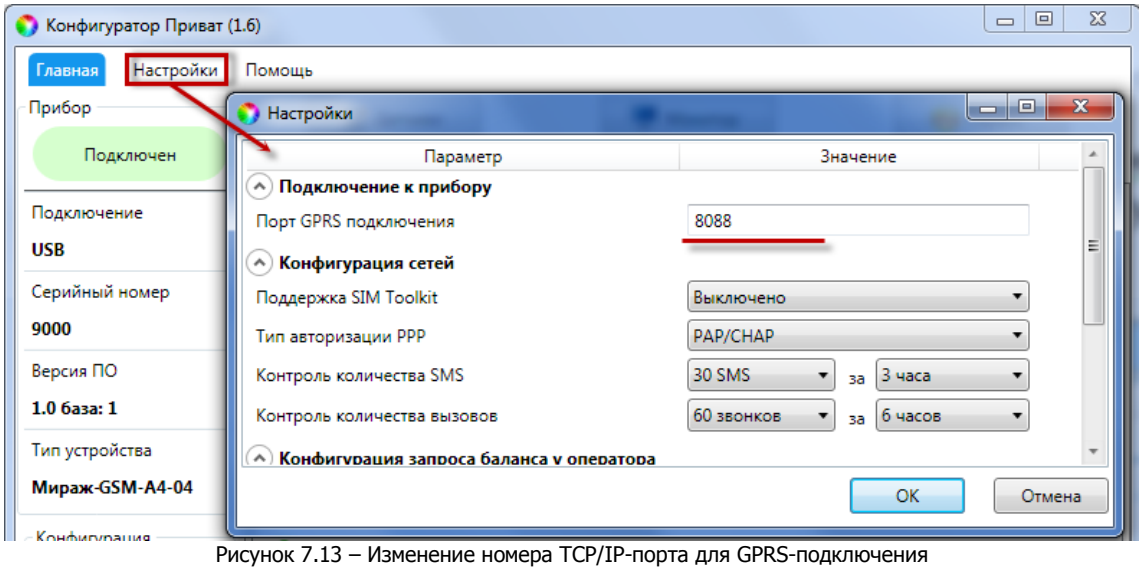

Рисунок 7.13 – Изменение номера TCP/IP-порта для GPRS-подключения
3) Укажите TCP/IP-порт, по которому контроллер будет выполнять подключение к программе *Конфигуратор Приват*. Для этого в программе *Конфигуратор Приват* откройте меню *Настройки* и укажите необходимый номер в поле *Порт GPSR-подключения* (см. рисунок 7.13).
В качестве IP-адреса необходимо указать внешний статический IP-адрес компьютера, на котором запущена программа *Конфигуратор Приват*. Время соединения указывается в минутах. Указываемый TCP/IP-порт должен быть открыт для подключения (не заблокирован межсетевым экраном, антивирусным ПО и т. д.) и прописан в настройках программы *Конфигуратор Приват* (см. рисунок 7.13).
При необходимости разорвать GPRS-соединение, не дожидаясь окончания времени, указанного в команде, измените номер порта в окне *Настройки* (см. рисунок 7.13) и нажмите кнопку *ОК*.